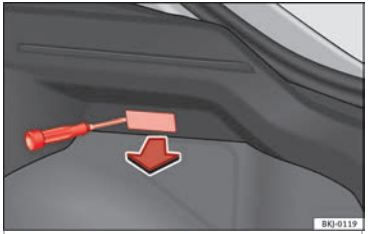

Fig. 122 Luz del maletero.
– Extraiga la tulipa haciendo presión sobre el borde de la parte interior de la misma con ayuda de un destornillador por su parte plana ››› fig. 122.